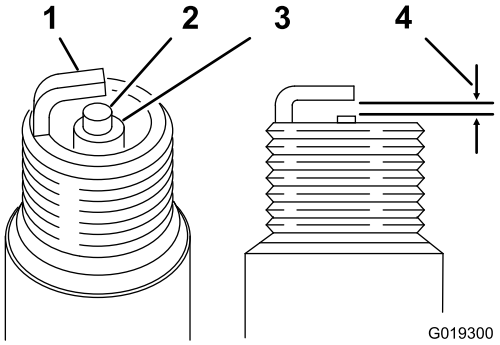

Figur 45
4. For hver tennplugg, angi åpningen mellom elektroden i midten og elektroden på siden til 0,76 mm, se Figur 45. Monter hver av de riktig innstilte tennpluggene med en pakning og stram pluggen til 22 N·m.